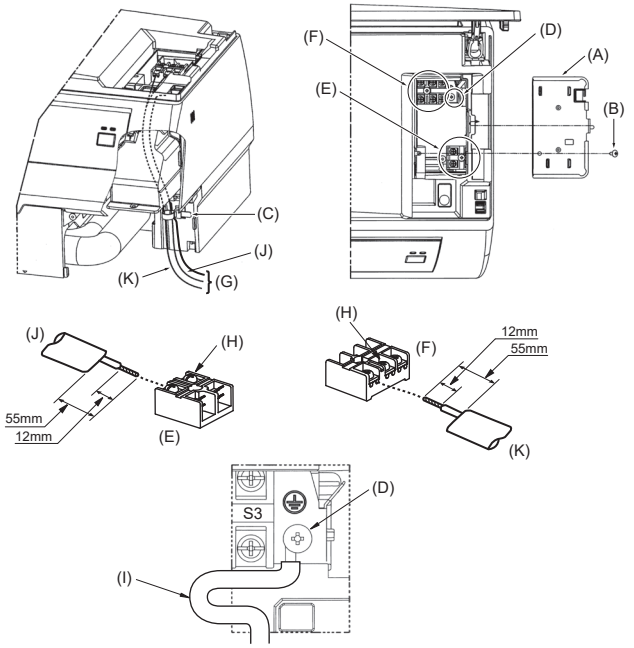

Fig. 6-1
6.1. Appareil intérieur (Fig. 6-1)